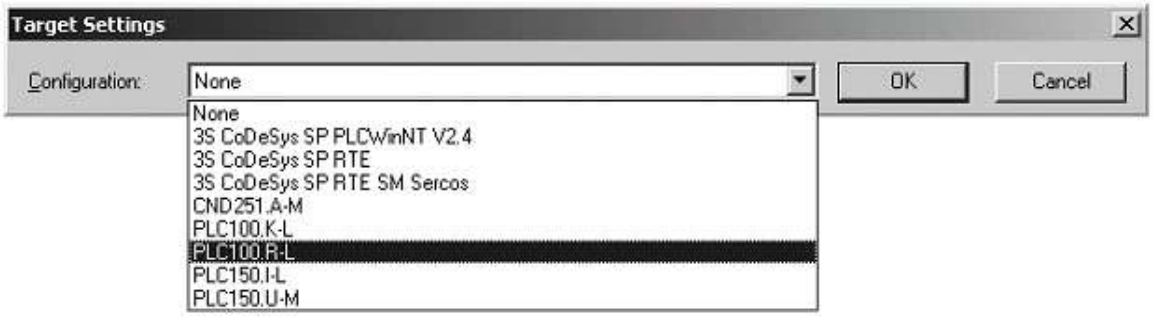

Рисунок 4 - Окно выбора Target-файла
2. После создания проекта нужно выбрать Target-файл, соответствующий названию контроллера. Окно выбора Target-файла представлено на рис. 4